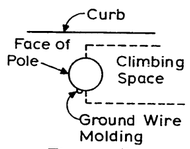

Figure 5
8. Place ground wire in quadrant between pole face & secondary neutral. (Fig 5)